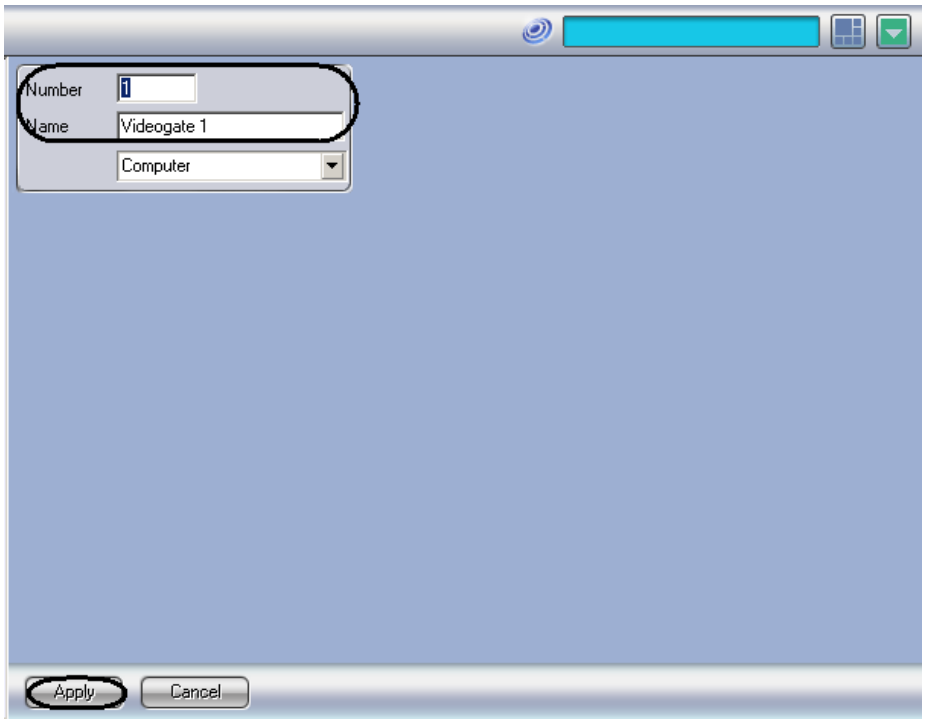

Figure 8.13-3. Setting the number and name of Videogate object
2. Right mouse click upon the selected Computer object and select Create object> Video gate in the context menu that will open (Figure 8.13-3).
3. In the window, that will open, set the name and the number of Videogate object and the click Apply button (Figure 8.13-3).